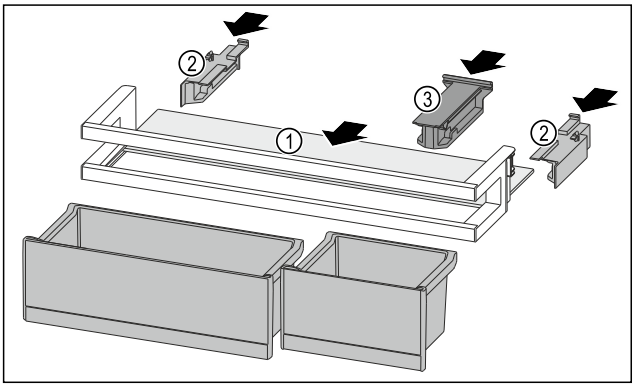

*Fig. 231*
- ▶ Împingeți în interior raftul *Fig. 231 (1)* în degajările laterale.
- ▶ Introduceți piesele laterale *Fig. 231 (2)*.
- ▶ Introduceți piesa de susținere *Fig. 231 (3)*.